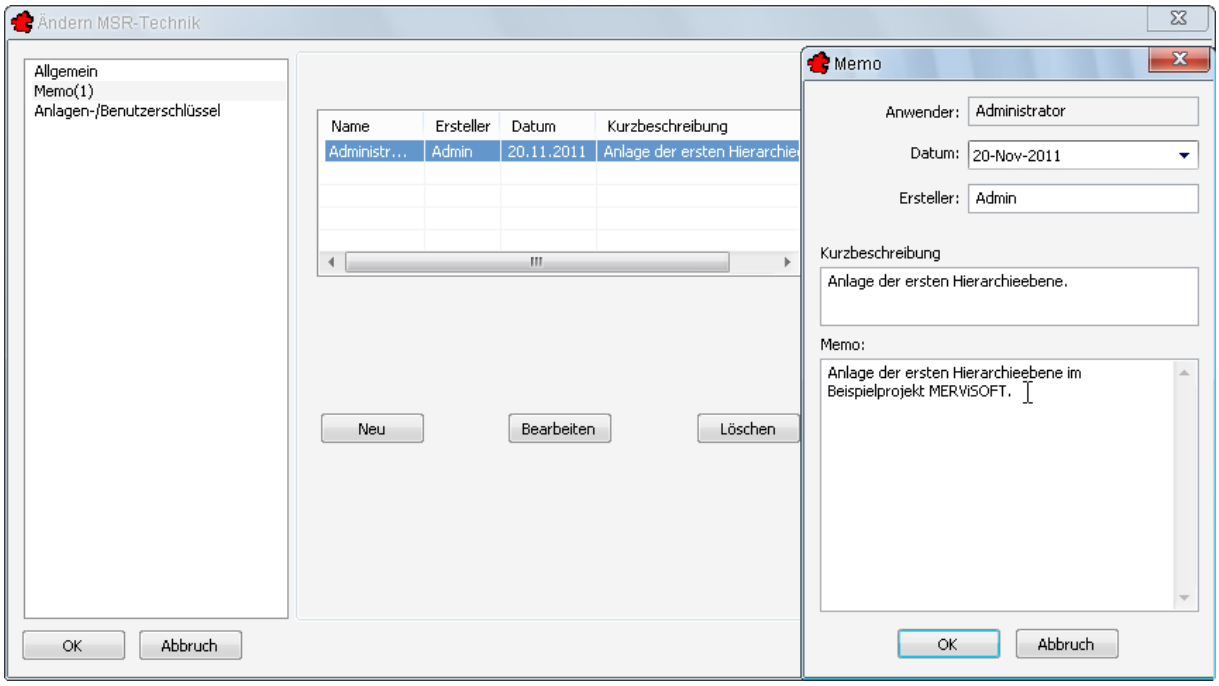

Bild 18.9 – Die Rubrik *Memo* mit geöffneter Dialogbox *Memo* zur Textbearbeitung (rechts).
- Klicken Sie auf *Neu* und geben Sie ein paar Informationen ein (Abb. 18.9).
- Klicken Sie auf *Neu* und geben Sie ein paar Informationen ein (vgl. Abb. 18.9).